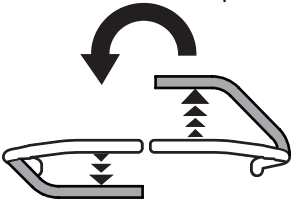

Fig. 28
3. Para girar en sentido contrario a las agujas del reloj, mueva la palanca de control de la transmisión de la barra de seguridad derecha hacia adelante mientras mueve simultáneamente la palanca de control de la transmisión de la barra de seguridad izquierda hacia atrás (Fig. 28).